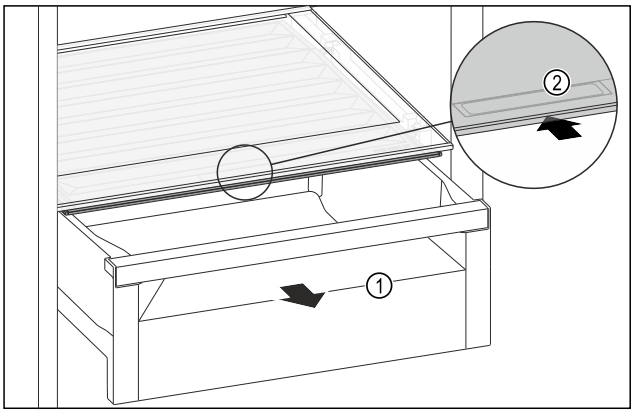

Fig. 105
▶ Extrageți sertarul *Fig. 105 (1)*.
▶ Prindeți mânerul încastrat *Fig. 105 (2)* de la capacul compartimentului și glisați concomitent capacul compartimentului spre partea posterioară.